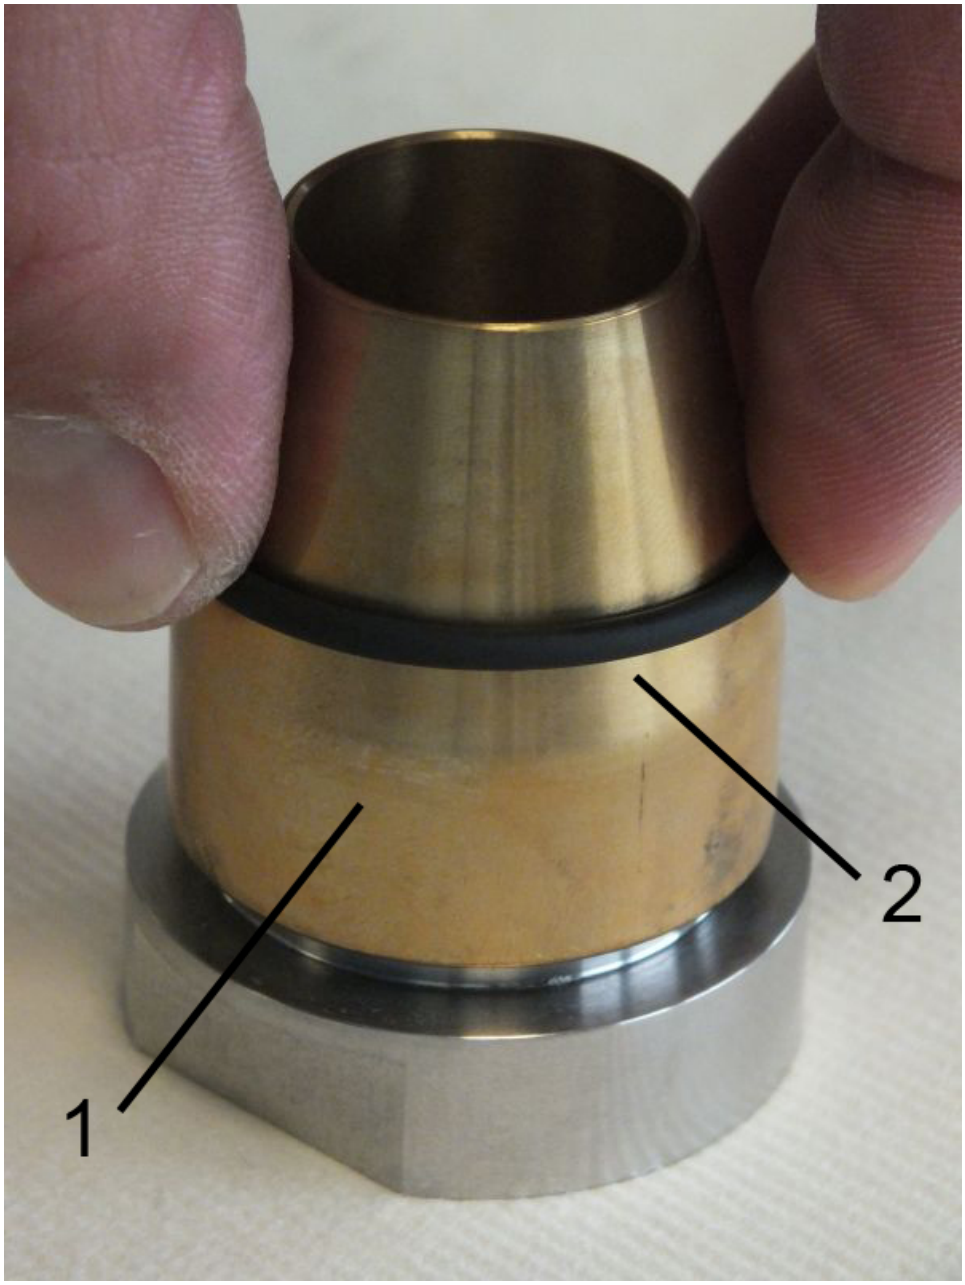
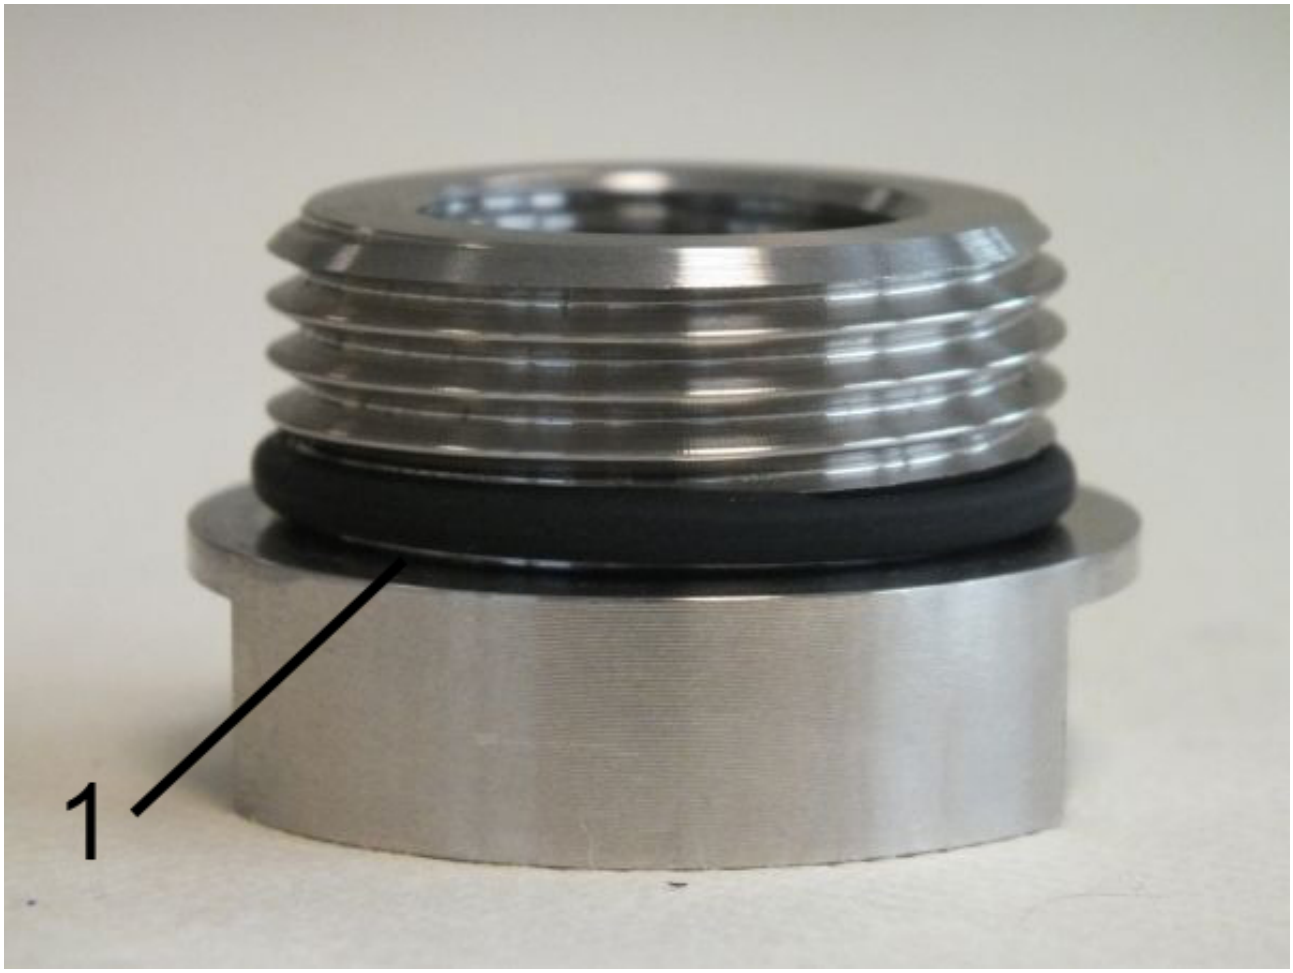

Fig. 47: O-ring (seal)
Fig. 48: Properly positioned O-ring
1. Carefully install the O-rings (*Fig. 47*/2) with the aid of the O-ring installation tool (*Fig. 47*/1) onto the process connections (inlet and outlet), so that they are properly seated in the O-ring grooves of the process connection.(*Fig. 48*/1). When doing so, be careful not to overstretch the O-rings.
2. Position the O-ring properly on the process connection (*Fig. 48*/1).